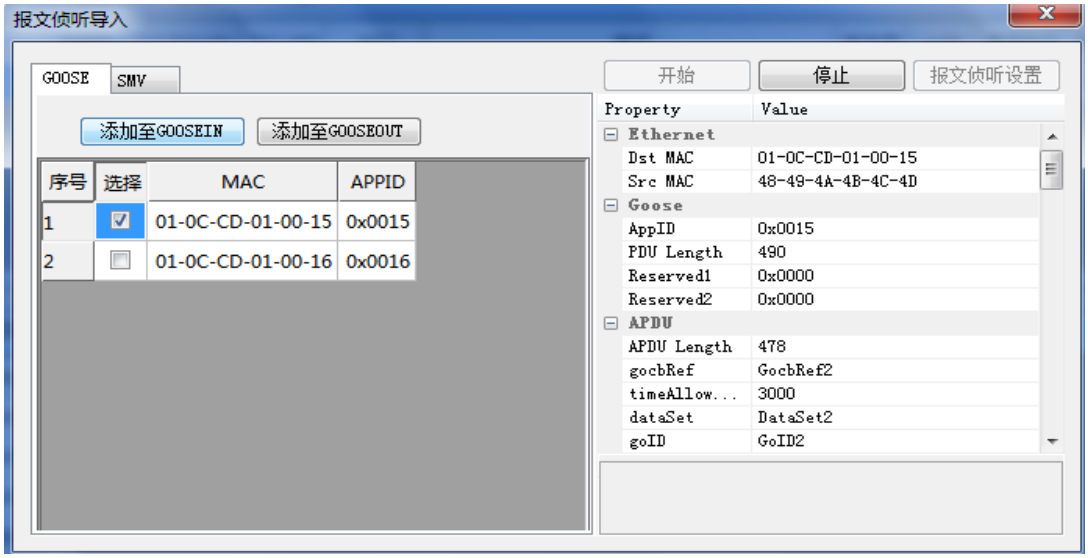

图 3-18 GOOSE 报文侦听导入
⑦ 在GOOSE报文列表区，根据测试需求，勾选需要的GOOSE报文（右半区将显示其对应的报文解析），点击“添加至GOOSEIN”或“添加至GOOSEOUT”，把选中的多个GOOSE报文添加到GOOSE IN或GOOSE OUT配置（见图3-18）；